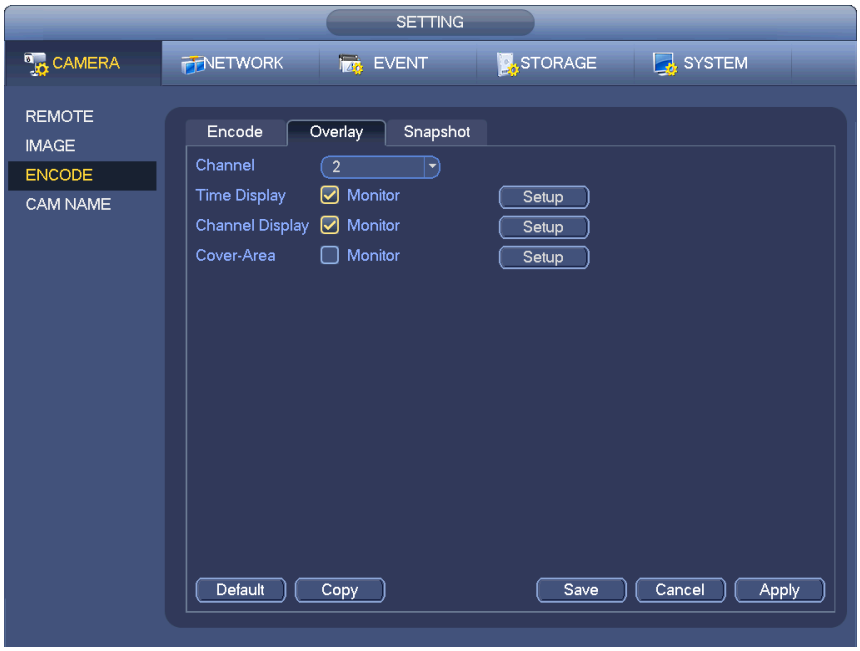
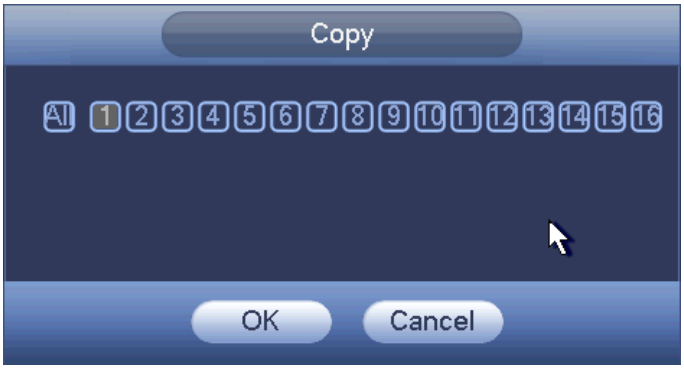

Figure 4-30
Figure 4-32
- Copy：After you complete the setup, you can click Copy button to copy current setup to other channel(s). You can see an interface is shown as in Figure 4-32. You can see current channel number is grey. Please check the number to select the channel or you can check the box ALL. Please click the OK button in Figure 4-32 and Figure 4-30 respectively to complete the setup. Please note, once you check the All box, you set
Click overlay button, you can see an interface is shown in Figure 4-30.